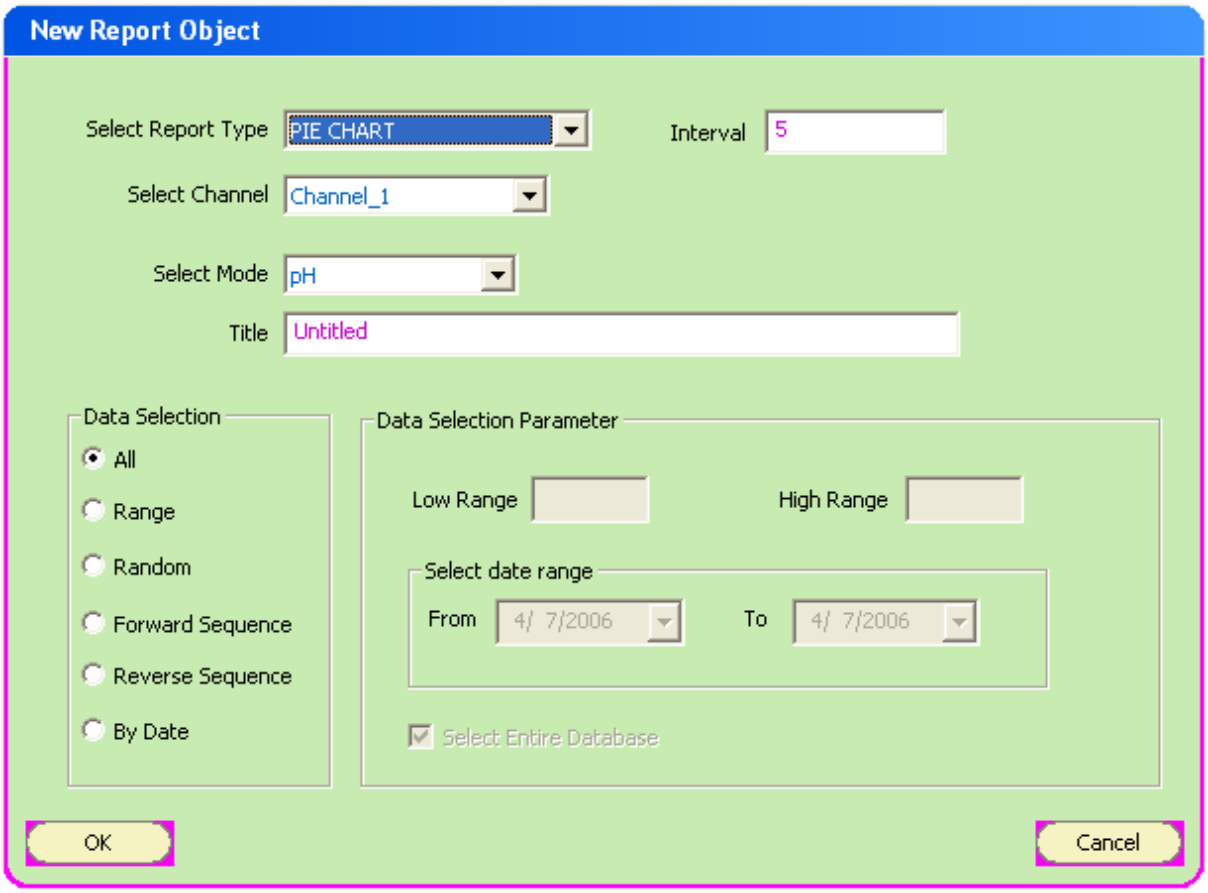

Figure 36 : Adding a new Graphic sheet
2. Click **Add Report**. The **New Report Object** dialog appears. (Figure 36)